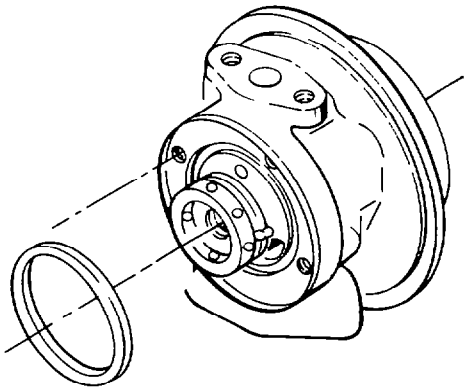

Fig. 141 — Removing O-Ring
i. Remove the square-cut O-ring (item 8) from the centre housing (see fig. 141): remove the thrust collar (item 11) and the inboard thrust bearing (item 12) from the centre housing.